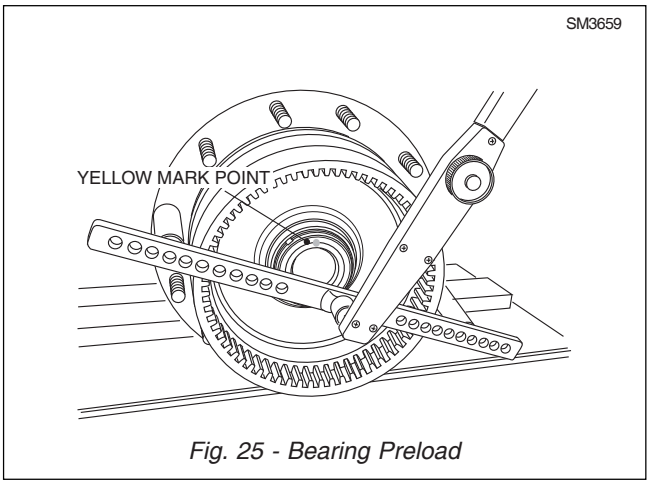

Fig. 25 - Bearing Preload
24. Once the shim (20) has been determined, this should be installed, with the slotted nut (19). The assembly should be mounted suitably in the horizontal position to allow the bearing preload to be checked.
25. Bearing (24) preload should be 50 Nm (36.9 lbf ft) and must be measured in the horizontal position. Refer to Fig. 25.
28. Once the slotted nut (19) has been secured. Mark the position of the nut with a yellow colour point. Refer to Fig. 25.